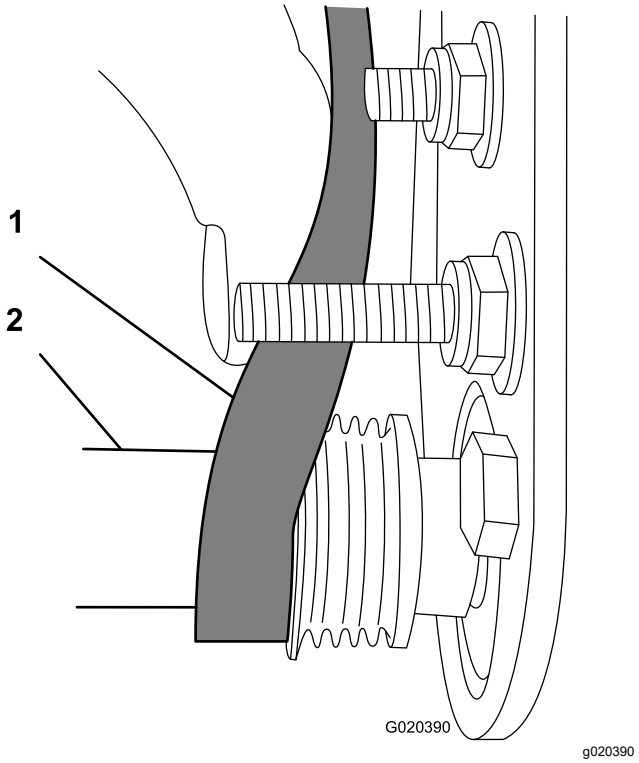

Bild 27
C. Drehen Sie die Bürste mit einem Sechskantschlüssel (9/16") und verlegen Sie den Riemen auf der Antriebsriemenscheibe (Bild 27).